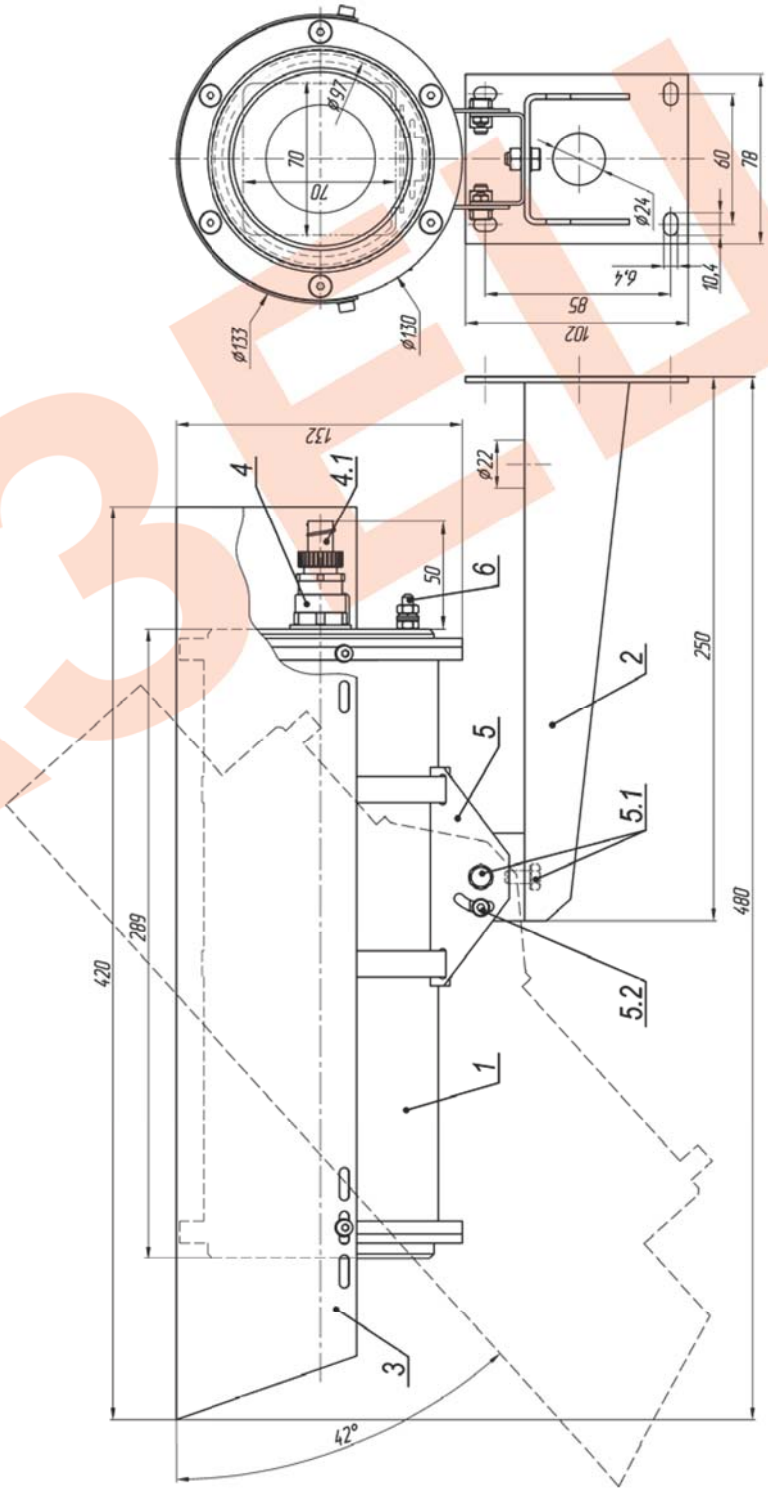

Рис.1 Габаритные и установочные размеры ТВК-184 IP ВБ
2. Ослабив болты и винты фиксации шарнира (поз.5.1 и 5.2 рис.1), установить термокожух на нужное направление обзора, после чего надежно зафиксировать шарнир затянув выше перечисленные болты и винты.
3. Заземлить термокожух с помощью болта заземления (поз.6 рис.1).
Состав изделия: (см. рис.1)